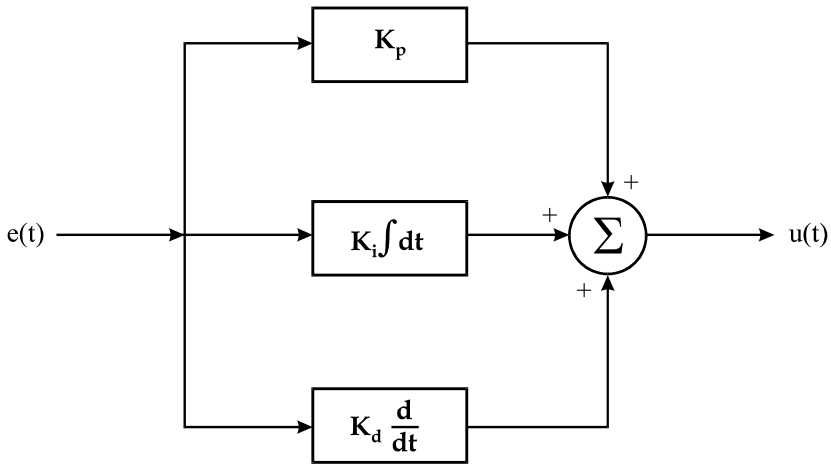

Figure 1 Block Diagram of the Three Term Controller
The first term in Equation (1) is the proportional block of the controller, the second term is the integral block and the third term is the derivative block. A block diagram of the basic implementation is shown in Figure 1.